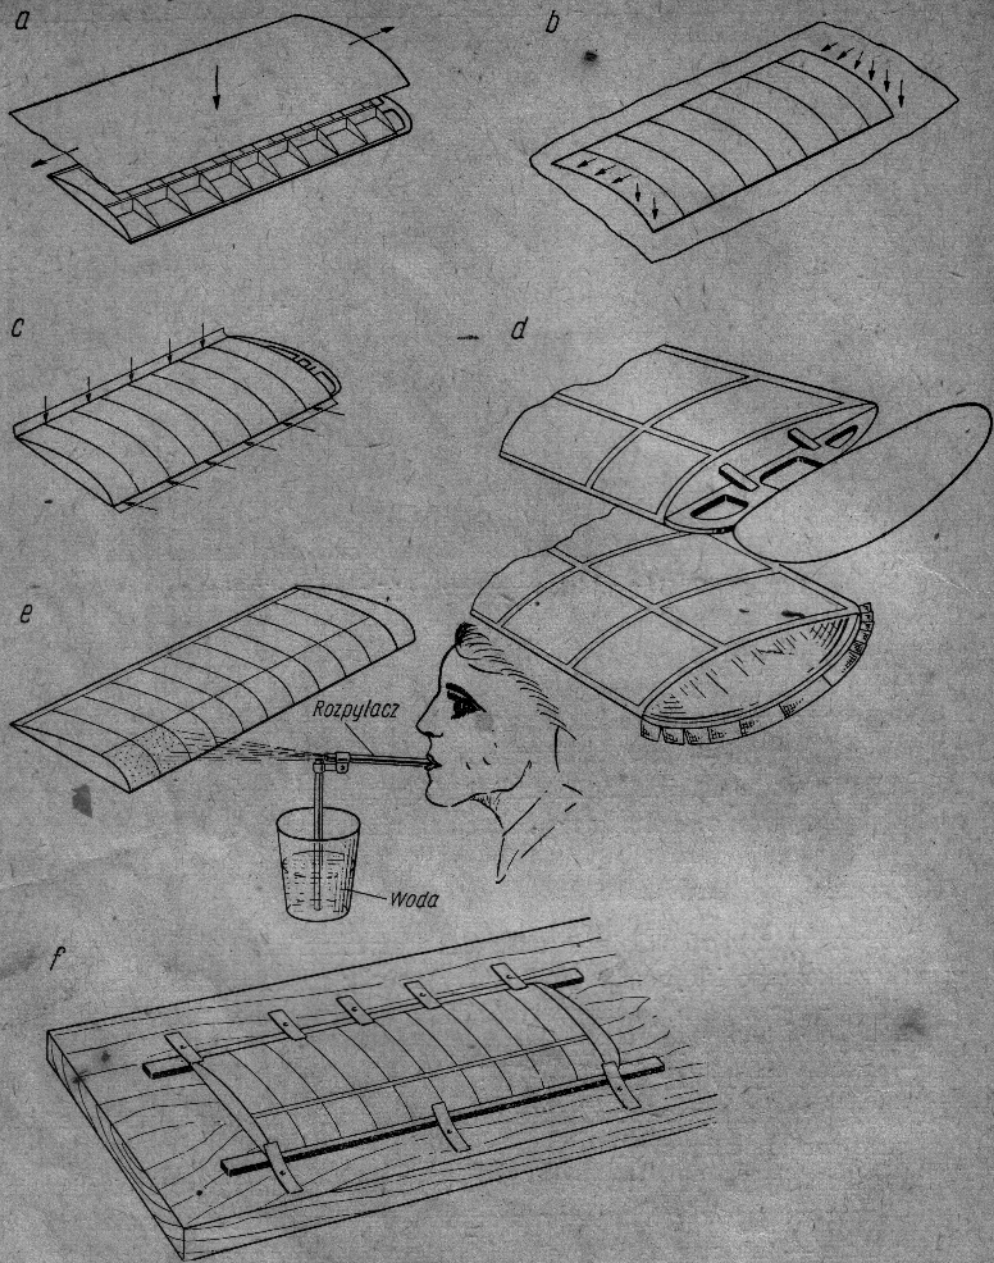

Rys. 60. Sposób pokrywania skrzydła papierem
3) ścieramy ręką nadmiar kleju i szybko przykładamy papier naciągając go wzdłuż skrzydła (rys. 60*a*);
4) przyklejamy papier do dwóch skrajnych żeberek skrzydła przygładzając klejenie palcem lub paznokciem; następnie to samo robimy przy następnych żeberkach, uważając by rozciągać papier od środka w stronę krawędzi natarcia i spływu (rys. 60*b*);
9) całkowicie oklejone skrzydła zwilżamy lekko czystą wodą za pomocą zwykłego rozpylacza lub watki (rys. 60*e*); należy uważać, aby przy zwilżaniu nie zrobić dziury lub nie wgnieść pokrycia; pokrycia kartonowego nie należy moczyć; u w a g a: zwilżone pokrycie marszczy się, co jest zupełnie naturalne!
10) zwilżone skrzydło przymocowujemy do równej deski montażowej (rys. 60*f*) i pozostawiamy aż do całkowitego wyschnięcia; papier kurczy się wysychając, co sprawia, że pokrycie napręża się bardzo silnie likwidując zmarszczki i niedokładności oklejania; z tego powodu nie należy oklejać małych i delikatnych konstrukcji zbyt grubym papierem, ze względu na obawę powichrowania płaszczyzn od zbyt silnego naprężenia pokrycia.